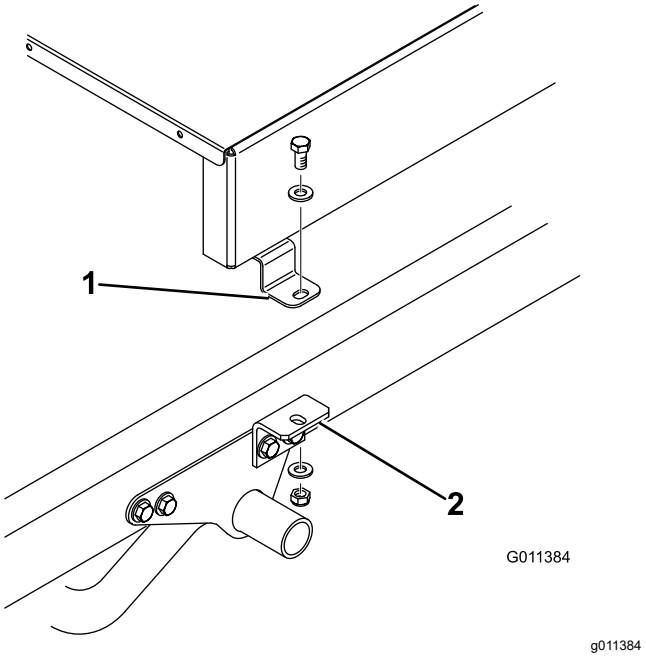
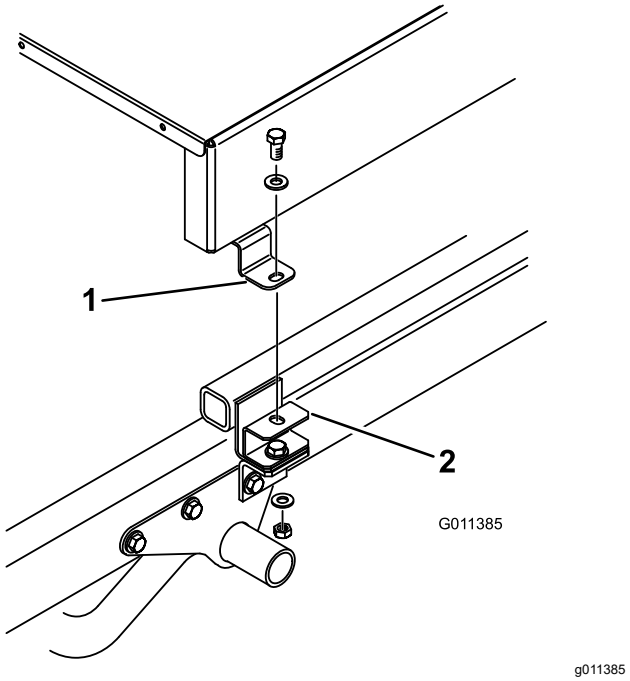

**Figur 10**
**Figur 11**
8. Fäst redskapsfästenas (Figur 10) eller distansbrickefästenas (Figur 11) övre del på monteringsflikarna på sidorna av topdressern med en ½ x 1 tum huvudskruv, två planbrickor och en låsmutter. Dra åt alla fästelement.